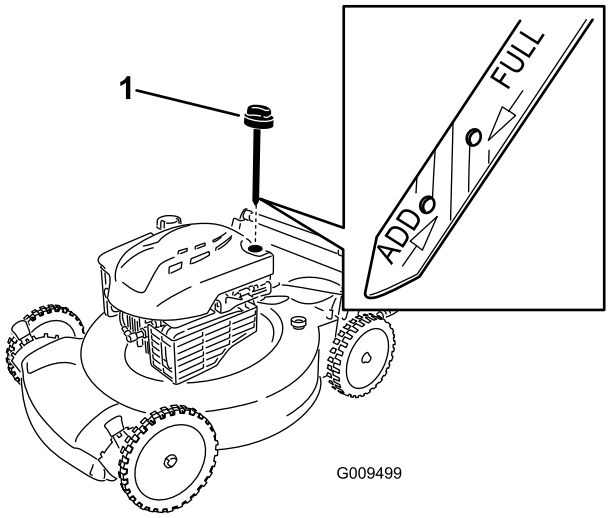

Figura 4
1. Retire la varilla (Figura 4).
2. Vierta **lentamente** aceite en el tubo de llenado hasta que el nivel llegue a la marca **"Full"** (lleno) de la varilla (Figura 4). **No llene demasiado.** (Capacidad máxima: 0,59 l (20 onzas), tipo: SAE 30, aceite detergente con clasificación de servicio API SF, SG, SH, SJ, SL o superior.)